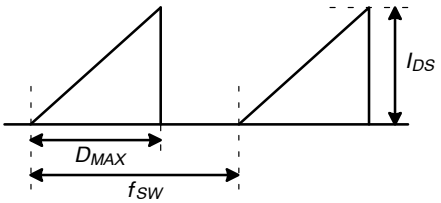

Figure 4. Repetitive Peak Switching Current
6. Repetitive peak switching current when the inductive load is assumed: Limited by maximum duty (D_{MAX} = 0.75) and junction temperature *(see Figure 4)*.